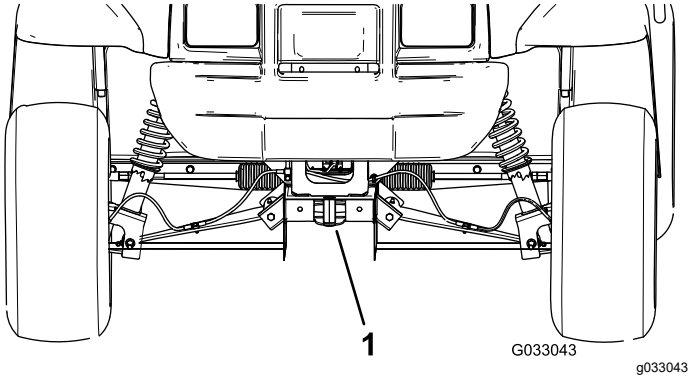

Rysunek 19
- Punkt podnoszenia z przodu maszyny znajduje się z przodu ramy za hakiem holowniczym (Rysunek 19).